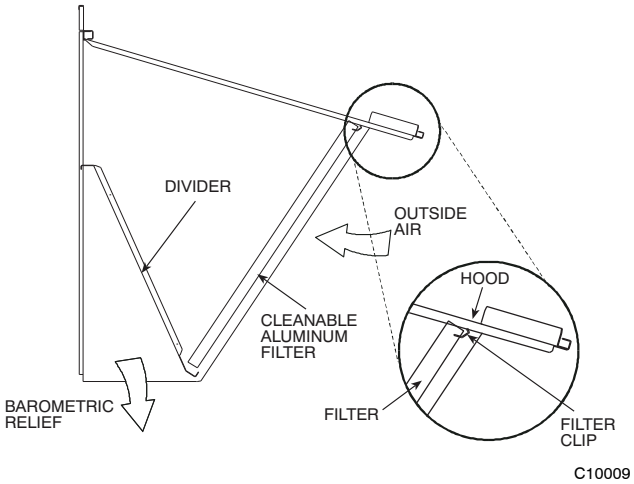

Fig. 13 - Economizer Filter Installation
6. Open the filter clips which are located underneath the hood top. Insert the aluminum filters into the bottom filter rack (hood divider). Push the filter into position past the open filter clips. Close the filter clips to lock the filters into place. See Fig. 13.